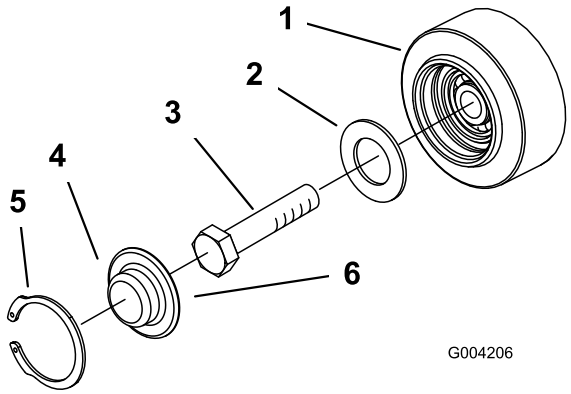

Figuur 45
3. Verwijder de snapring en dop van een wegwiel (Figuur 45).
4. Controleer het smeervet onder de dop en rond de pakking (Figuur 45). Als er geen vet is of als het vet vuil of zanderig is, verwijder dan al het vet, vervang de pakking en breng nieuw smeervet aan.
6. Plaats de ingevette wegwieldop op de kop van de bout (Figuur 45).
7. Zet de wegwieldop vast met de snapring (Figuur 45).